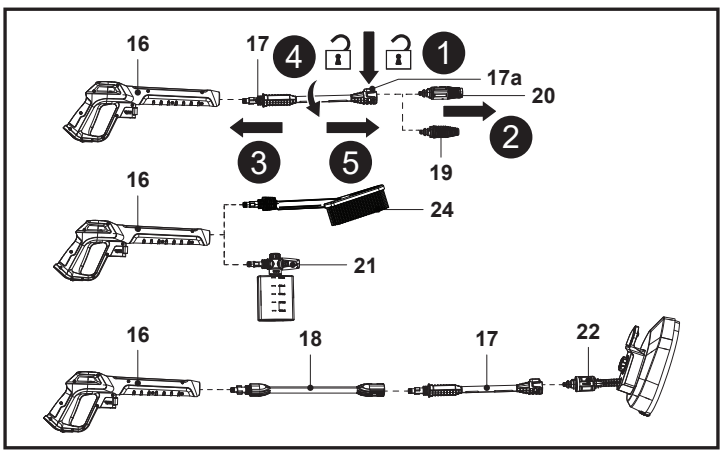

Fig. 6
6. Pentru a deconecta duza, ține apăsat butonul de blocare (17a) și trage afară duza montată (fig. 6, pașii 1, 2). Montează la loc duza necesară.
7. Pentru a deconecta extensia de lance (17), apas-o și rotește-o în sens antiorar, apoi scoate-o (fig. 6, pașii 3, 4, 5).
8. Pentru a deconecta duza pentru recipientul cu detergent (21), peria de spălare (24) sau tija extensibilă (18) de la pistolul pulverizator (16), apas-o și rotește-o în sens antiorar și scoate-o. Montează la loc accesoriul necesar pentru pistolul pulverizator.